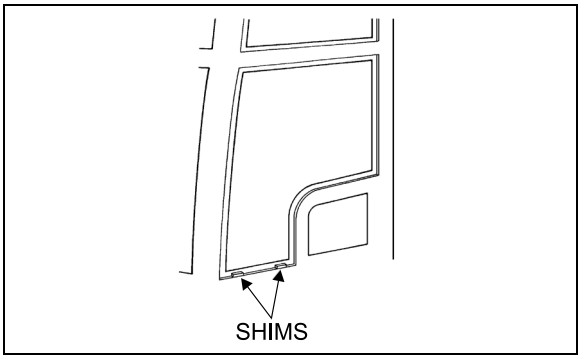

FIGURE 41: ADHESIVE-MOUNTED WINDOW 18079
*Use small shims to raise the glass in proper position. Shims can be cut from the tremshield tape (*Figure 41*).*